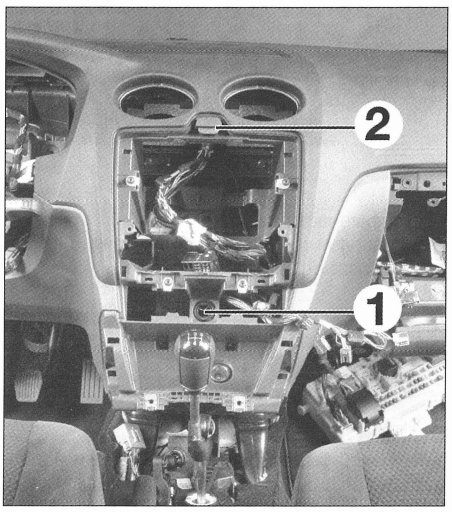

FIG. 44
- la sonda temperatura habitáculo (1) **(fig. 44)**.